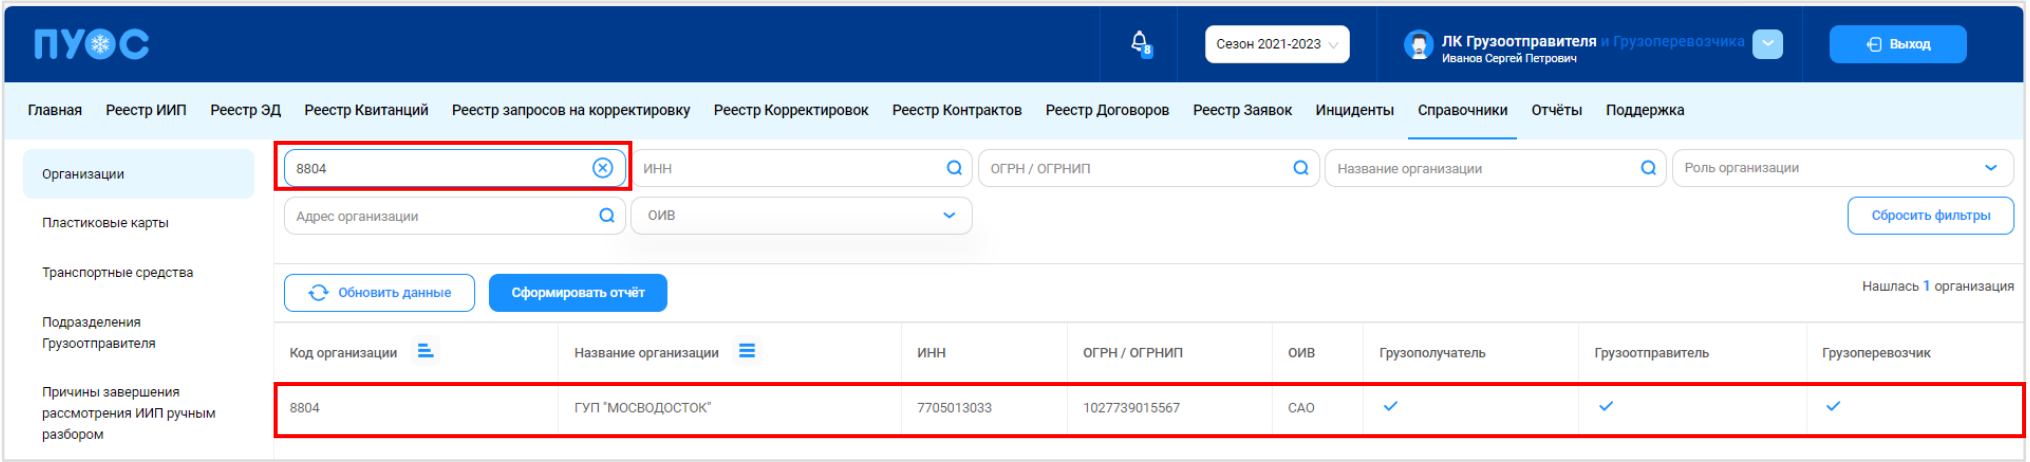

Рисунок 33 – Фильтрация по коду организации
В справочнике «Организации» доступны для просмотра следующие данные по организациям (Рисунок 33 – Фильтрация по коду организации):
- **Код организации**. В поле фильтрации необходимо ввести код организации, которую требуется найти. Например, для того чтобы найти организацию АО "МОСВОДОКАНАЛ", в поле фильтрации необходимо ввести код 8805 (формат поля числовой), после чего в справочнике отобразиться строка с данной организацией (Рисунок 33 – Фильтрация по коду организации).